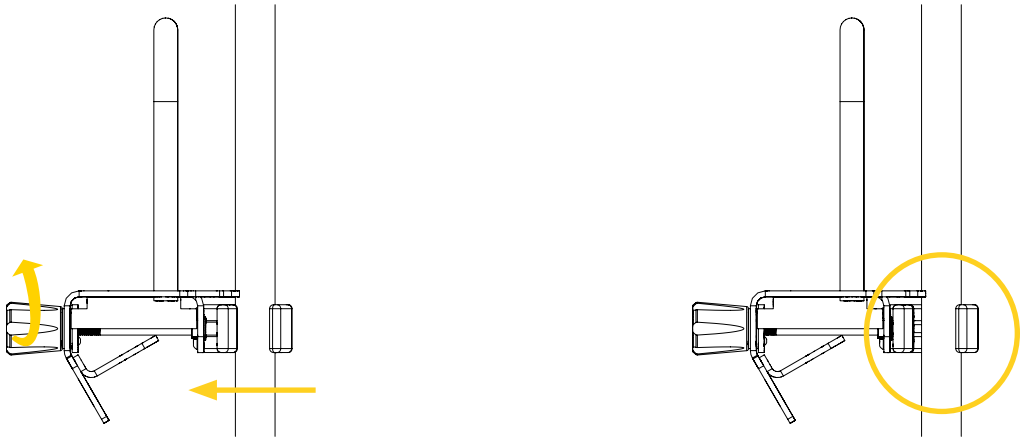

Figure 11: Opening the clamp jaw
1. Hold the top handle of the Pump Carrier – 254, then turn the c-clamp knob located at the front of the mounting system counterclockwise until the clamp jaw is opened (Figure 11). The number of turns and width of the opening will depend on the diameter of your IV stand's pole.